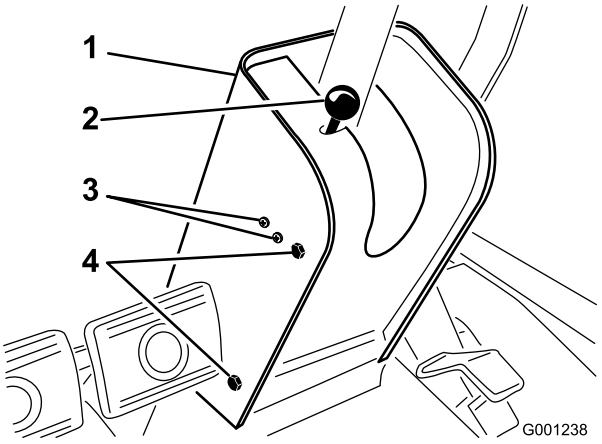

Figur 61
2. Ta bort knoppen från parkeringsbromsspaken och skruvarna från styrkolonnens kåpa (Figur 61).
4. Lossa de skruvar och muttrar som fäster PARKERINGSBROMSBRYTAREN på vänster sida av styrkolonnen (Figur 61).